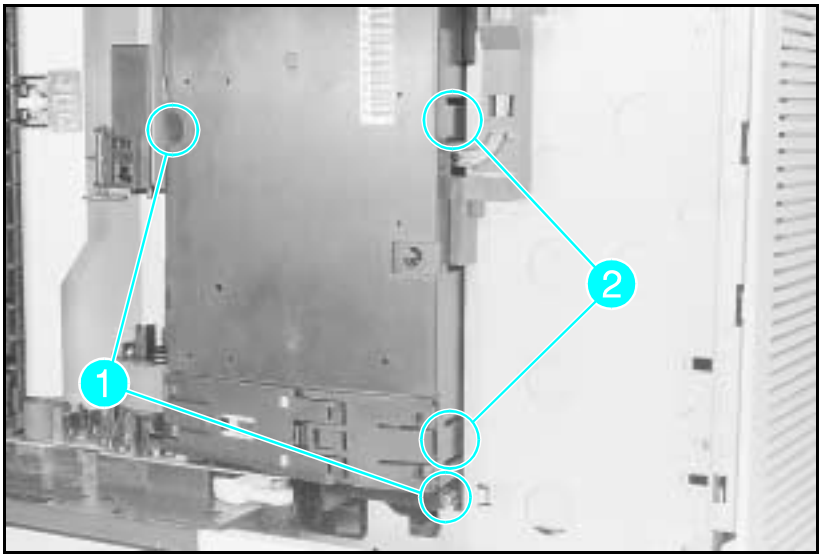

Figure 6-19 HVPS Screws (2) and Latches (2) (Bottom View)
3 Remove the (2) screws that hold the HVPS in place (see Figure 6-19, callout *1*).
4 Release the (2) latches that hold the High Voltage Power Supply (see Figure 6-19, callout *2*).